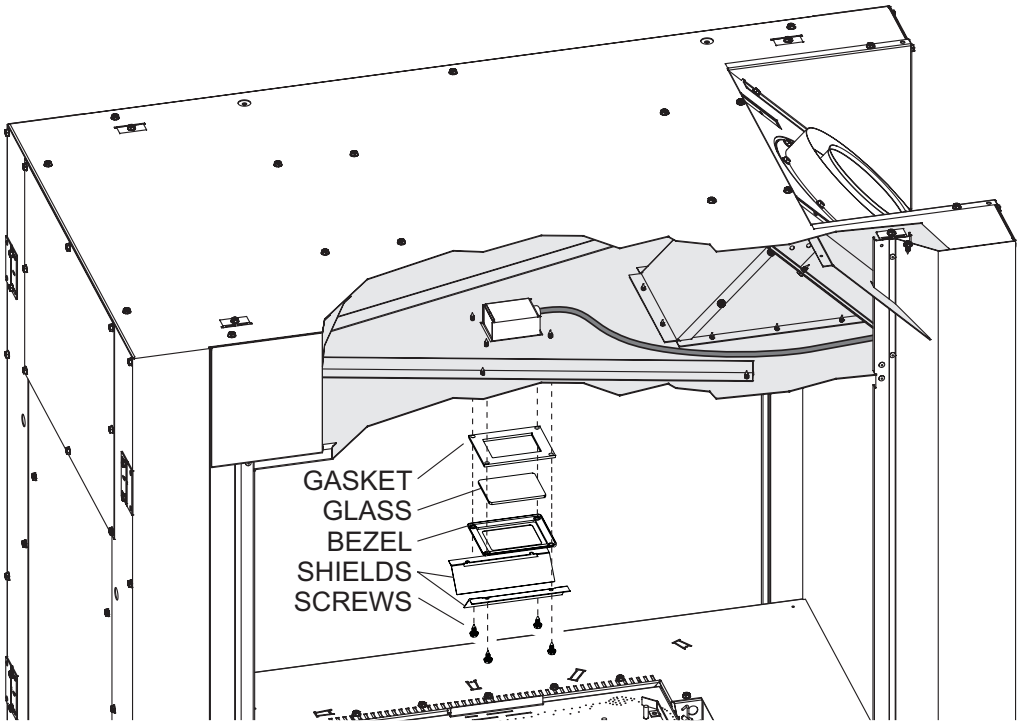

Figure 4
6. Choose either the orange or clear glass for your light. Screw the light housing into the firebox roof, sandwiching the gasket, glass, bezel, and light shields together in the order shown in **Figure 4 on page 2.**